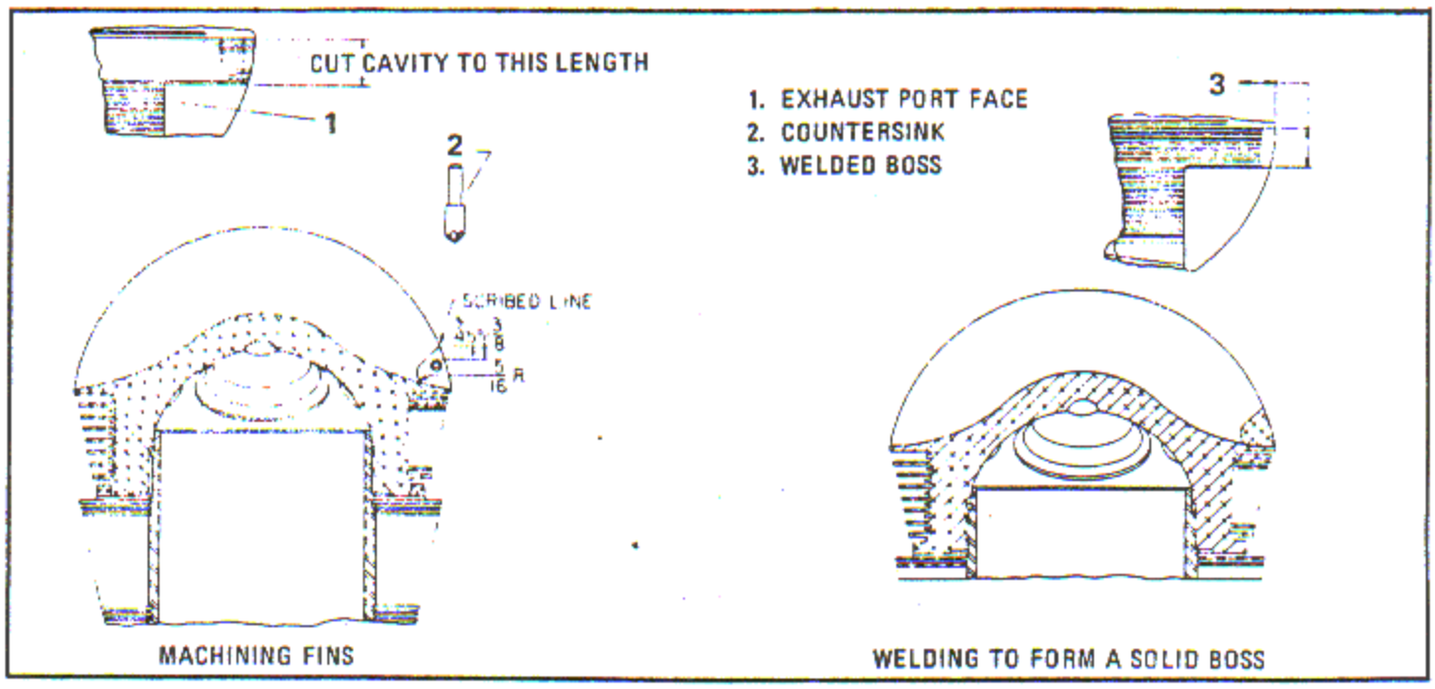

Figure 6-138. Machine Fins and Weld to Form a Solid Boss
a. Scribe a line approximately 3/8 inch above the bushing spacer and parallel to it on the radius formed by the rear vertical fin surface curvature as shown. See figure 6-138.
b. Using a suitable countersink (2), remove sufficient material from the flared end of the spacer to permit removal of the spacer with a knockout bar.
a. Degrease the cavity and surrounding area thoroughly. See figure 6-138.